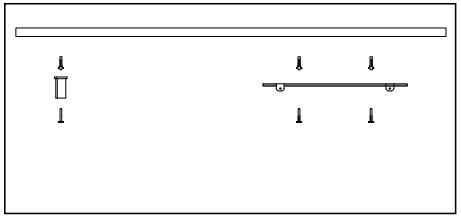

Рис. 1
5.10 Установите монтажное крепление троса и монтажную пластину драйвера на поверхности потолка по месту установки осветительного прибора (рис. 1).